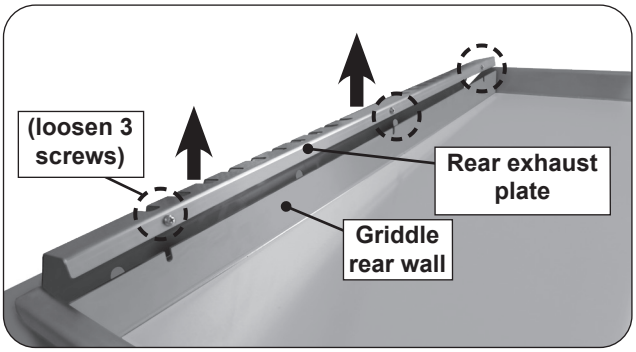

Fig. 39-1 Rear exhaust plate removal
2. Remove the rear exhaust plate by loosening the three bolts and nuts (do not disassemble), then lift the panel up from the griddle top (see Fig. 39-1).